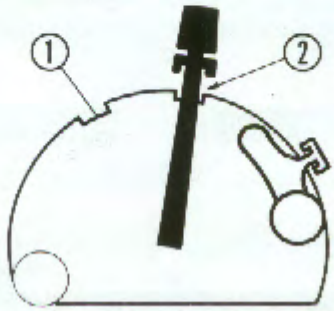

Fig. 54
Pour relever l'outil, amener la manette de commande dans l'encoche (2) du secteur (fig. 54).